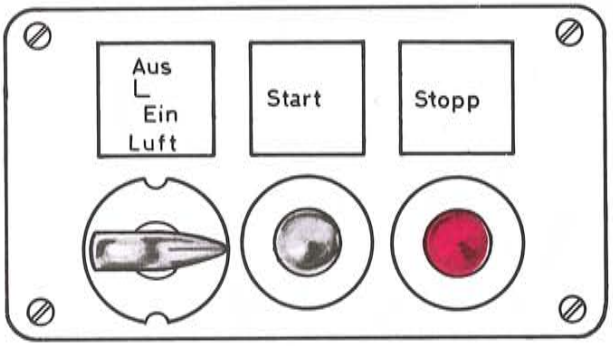

Fig. 21
3. Vakuumknebelschalter auf „Ein" (**Fig. 21**).